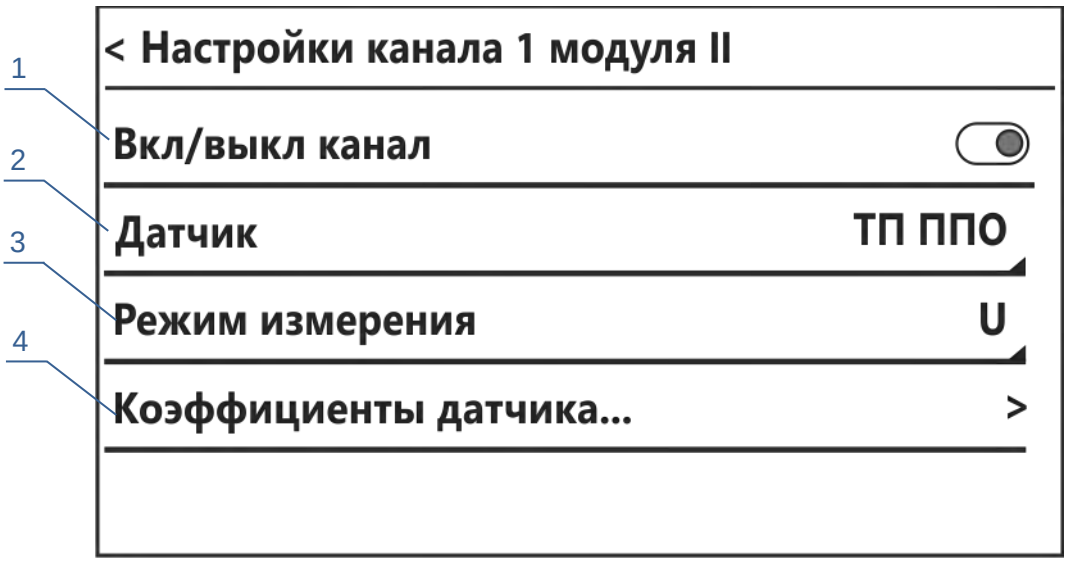

Рисунок 12 — Настройки канала
4.9.2 Для настройки параметров канала (рисунок 12):